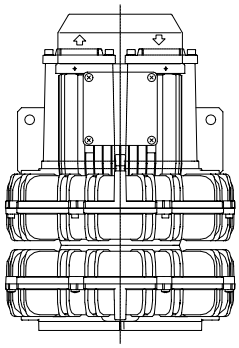
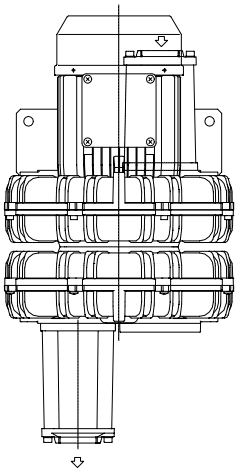
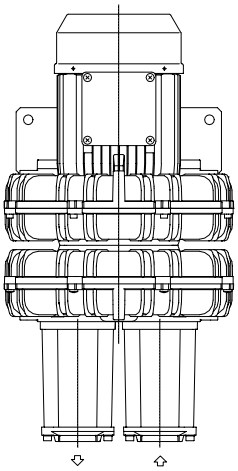

Fig.2
Fig.3
Fig.4
Fig.2 con colector a 90°
Fig.3 con 2 colectores a 90°
Fig.4 con colector a 90°
1. Individuar la disposición che le interesa; fig.2, fig.3, fig.4.